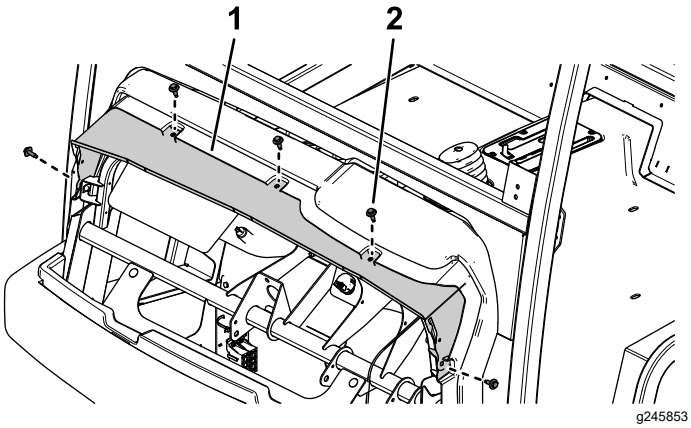

Figur 40
2. Skjut vattenrännan mellan maskinens instrumentbräda och underram och fäst vattenrännan med de fem skruvarna med sexkantshuvud som du tog bort tidigare (Figur 40).